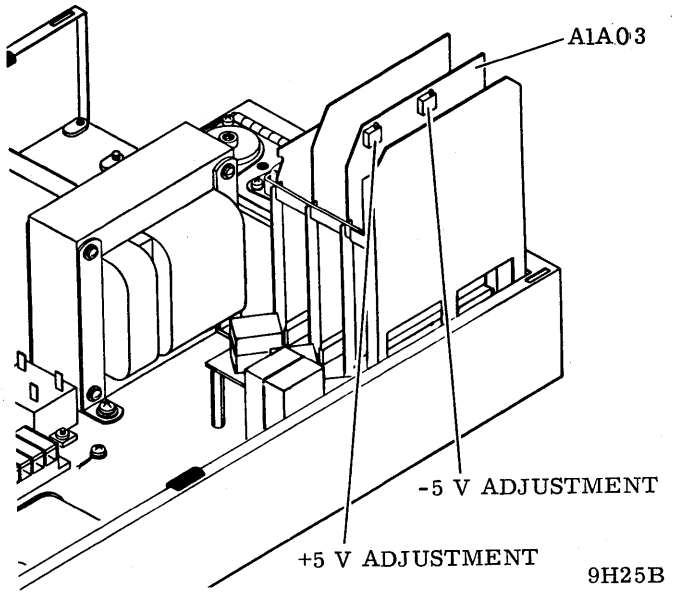

Figure 2-11. Power Supply Adjustment Locations (3 Card Power Supply)
4. Plus 5-volt output should be from +5.05 to +5.15 volts. If not, adjust +5 V potentiometer on card A1A03 (see figure 2-11) until output is within specification.
6. Minus 5-volt output should be from -5.05 to -5.15 volts. If not, adjust -5 V potentiometer on card A1A03 (see figure 2-11) until output is within specification.